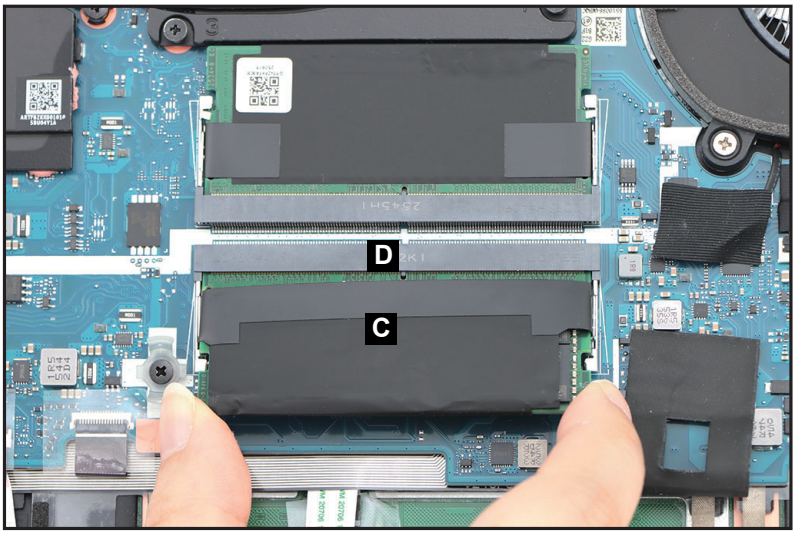

Figure 1-23. DIMM Module Removal
3. Disconnect the DIMM module (C) from the mainboard connector (D) (Figure 1-23). Then remove the DIMM module.